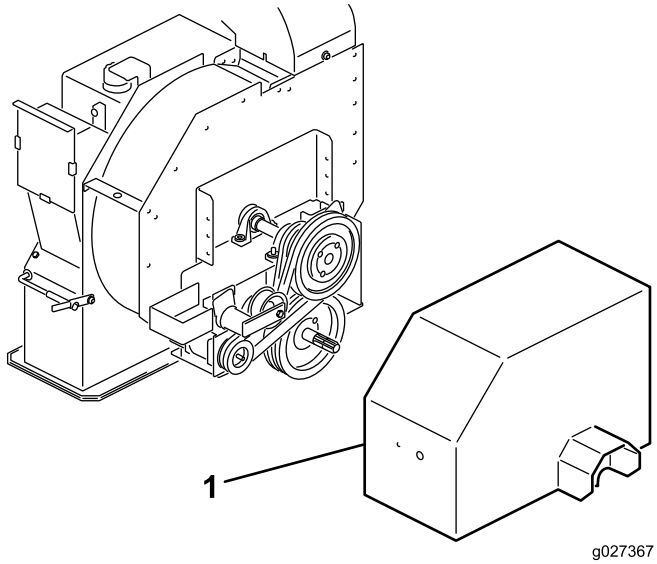

Figur 13
1. Ta bort drivskyddet som sitter över remskiveenheterna (Figur 13).
1. Lossa de skruvar och muttrar som håller fast drivskyddet på impellerhuset (Figur 13) och ta bort skyddet.
2. På baksidan av ramen lossar du bulten som håller fast remspännaren på ramen (Figur 13).